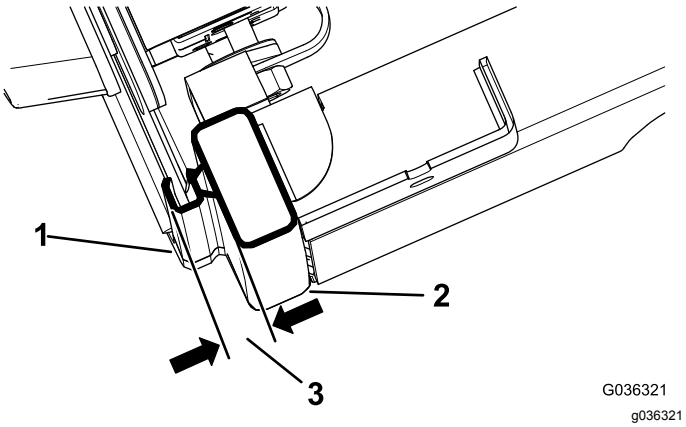

Bild 5
3. Schließen Sie die Tür vollständig und messen Sie die Höhe der Blasendichtung zur Dichtungsoberfläche der Kabinenschiene und stellen Sie sicher, dass die Werte 1,9 cm bis 2,2 cm betragen, wie in Bild 5 abgebildet.